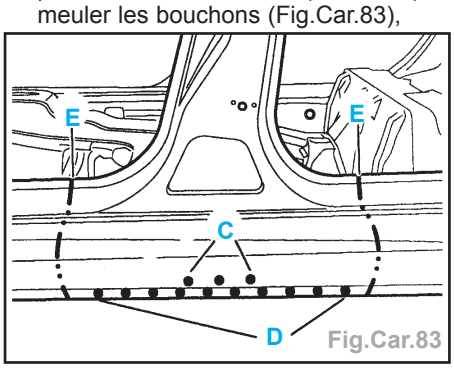

Fig.Car.83
- points bouchons au MIG(suivant F) et meuler les bouchons (Fig.Car.83),